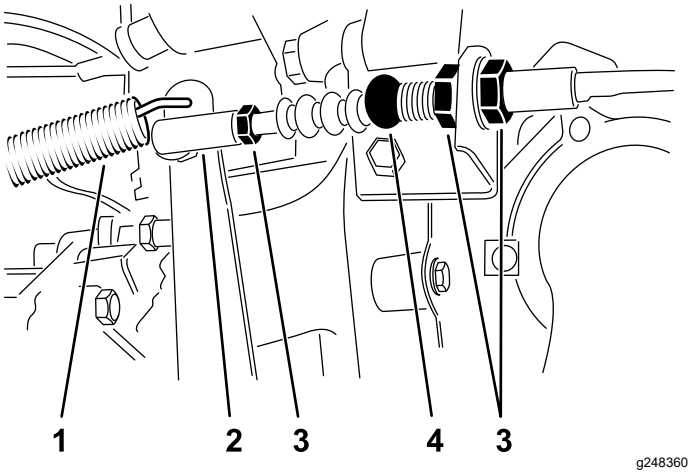

**図 64**
1. クラッチケーブルをベルハウジング上のブラケットに固定しているジャムナットをゆるめる図 64。